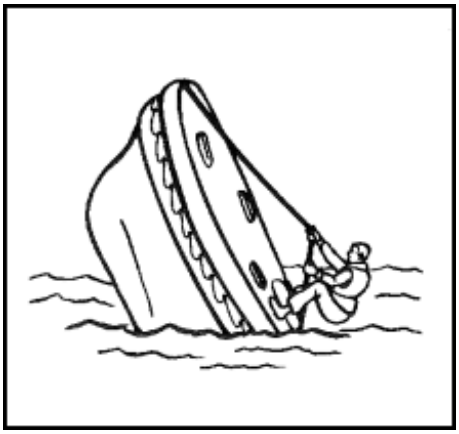

Figure 10-33. Standing On Edge
- Stand on the very edge, where the CO_2 cylinder is located. Lean back with all your weight while pulling on the righting strap (Figure 10-33).